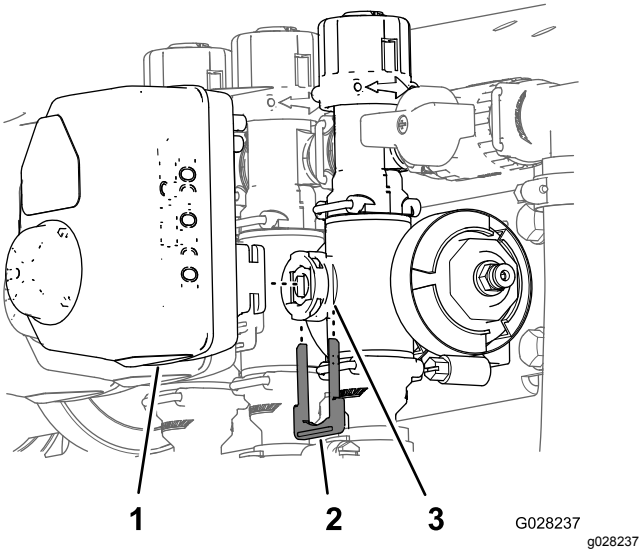

Figur 87
3. Fjern holderen som fester aktuatoren til manifoldventilen for mengderegulator, risting, hovedbom eller bomseksjonsventilen (Figur 87).